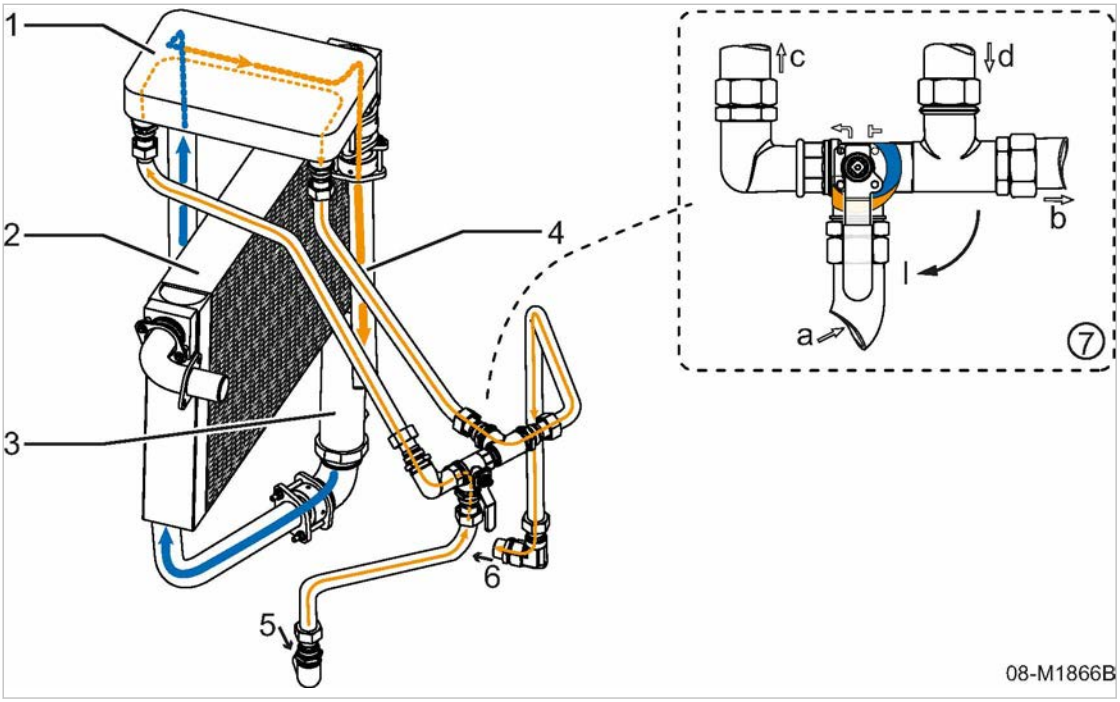

Fig. 30 Heat exchanger without bypass operation (with compressed air heating)
For details about the directional control valve, see Fig. 30, item 7.